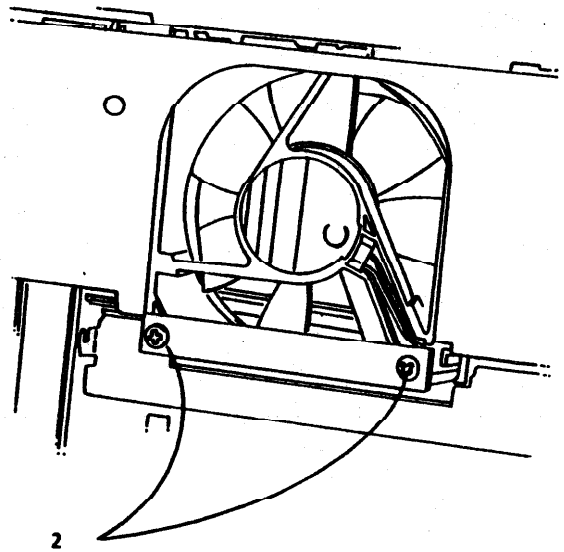

Рис. 1 Снятие вентилятора охлаждения оптики
2. (Рис. 1): расстыковать разъем вентилятора (CD) на главной плате.
3. (Рис. 1): снять вентилятор охлаждения оптики.